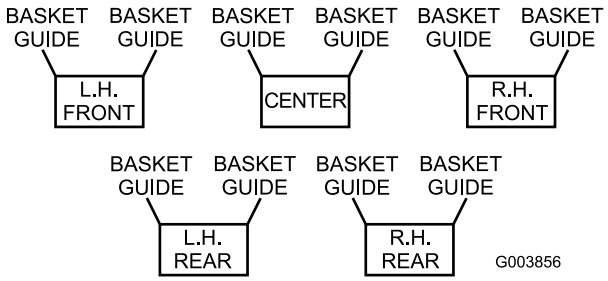
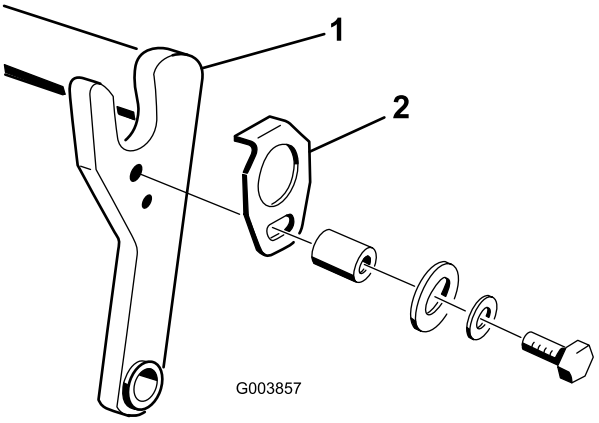
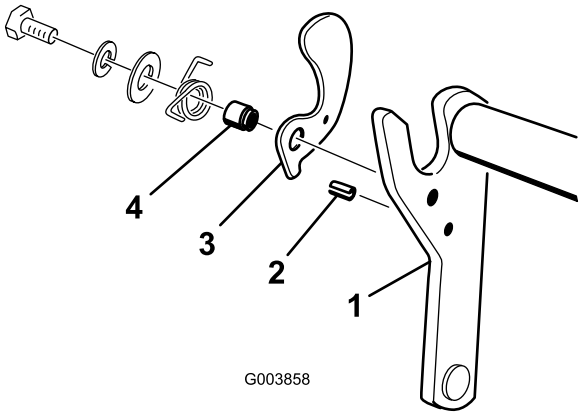

Figur 6
Figur 7
Figur 8
2. Se anvisningarna nedan (Figur 6) om du tänker använda korgar på klippenheterna, för att kontrollera var du ska montera korgstyrningar på klippenheternas bärramar. Gå vidare till steg 4 om du inte vill använda korgar.
3. Montera en korgstyrning (Figur 7) på aktuell sida av varje klippenhets bärram (Figur 8). Fäst styrningen med en bult (5/16 x 1 3/4 tum), planbricka och låsbricka eller de fästelement du tog bort tidigare, på det sätt som visas i Figur 7.
4. Sätt i en rulltapp (Figur 8) i hålet på aktuell sida av varje klippenhets bärram (Figur 6).